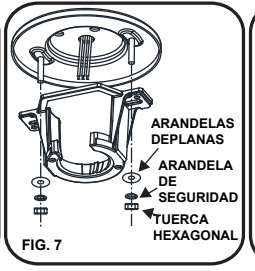

FIG. 7
Paso3. Asegure la abrazadera de montaje al plato de la abrazadera de montaje usando las dos tuercas exagonales y arandelas proveidas, asegurese que queden bien apretadas. (Fig. 7)